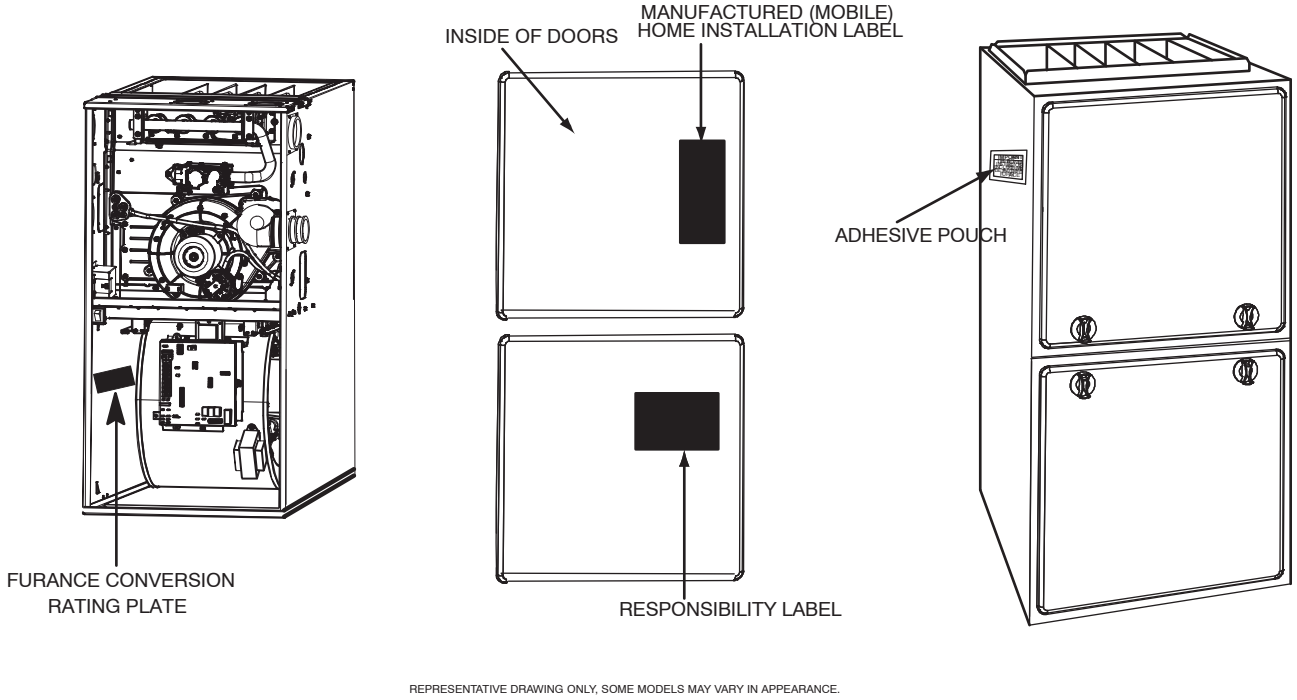

**Fig. 21 – Label Locations (Representative furnace drawing only, some models may vary.)**
**NOTE**: See Fig. 21 for label location.
2. Attach Conversion Rating Plate Label (340306-101) inside of lower left-hand side of controls compartment (downflow) as shown in Fig. 21.